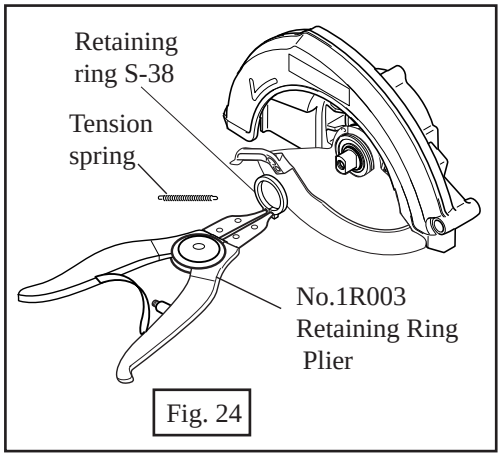

Fig. 24
(8) Mount tension spring to blade case in order to link safety cover and blade case. And mount retaining ring S-38 to bearing box (gear section) in order to secure safety cover. See Fig. 24.